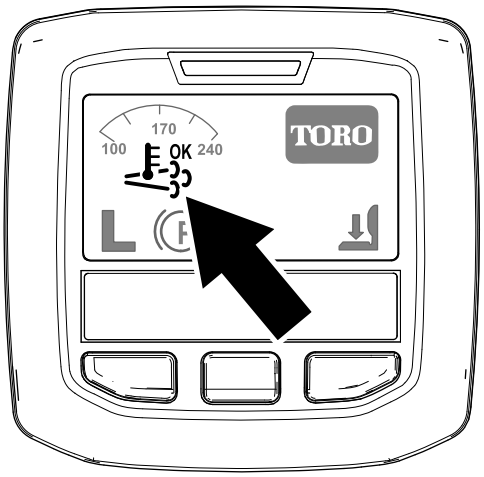

Figur 29
- Ikonet for hjelp-/tilbakestill-regenerering vises i InfoCenter (Figur 29).